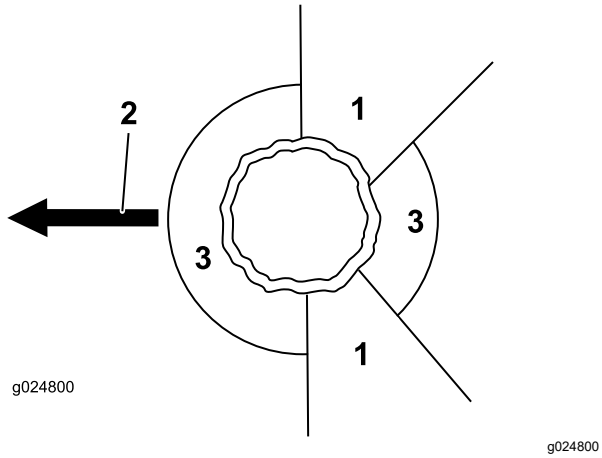

Figur 15
2. Planera en fri och säker reträttväg bort från riskzonen. Se Figur 15.